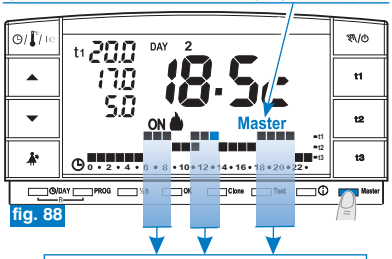

fig. 88
- en los períodos en los que el programa (perfil) registra el nivel de temperatura **confort (t1)** la termorregulación no es controlada por el Máster (controla la zona de acoplamiento) sino por los respectivos transmisores de cada zona. En la pantalla sigue apareciendo el mensaje **Máster** (fig. 88).